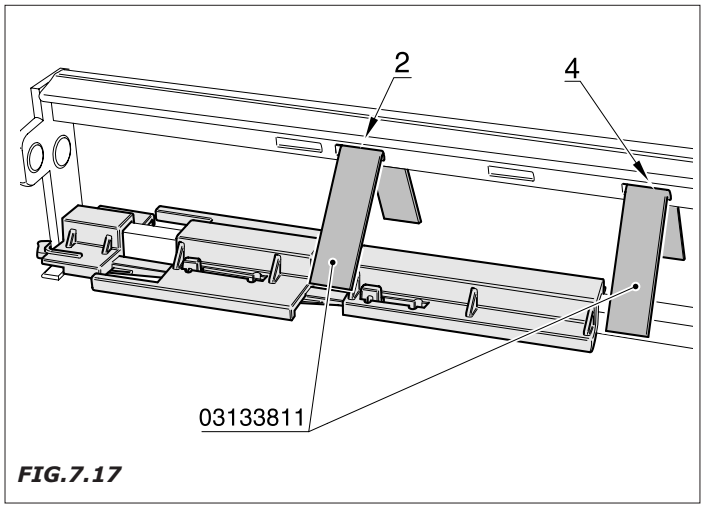

FIG.7.17
- Introduzcan, según lo indicado en la *Fig. 7.17*, los detalles 03133811 en la segunda (2) y cuarta (4) ranura presentes en el árbol.